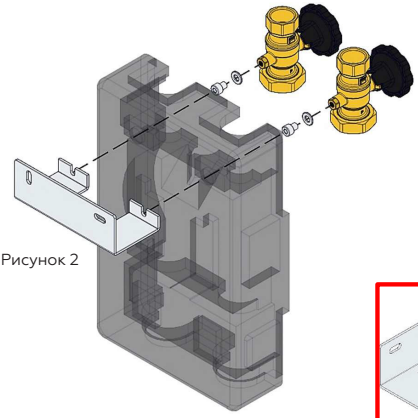

Рисунок 2
3. Вкрутите винты с шестигранной головкой и шайбы (рисунок 2) в задние штифты шаровых кранов, не затягивая их плотно.